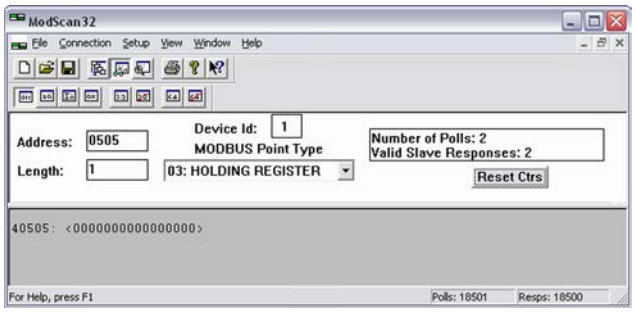

Fig. 249: ModScan32 single bit view
1. Using the "display options" set the format to binary to view single bits (Fig. 249).